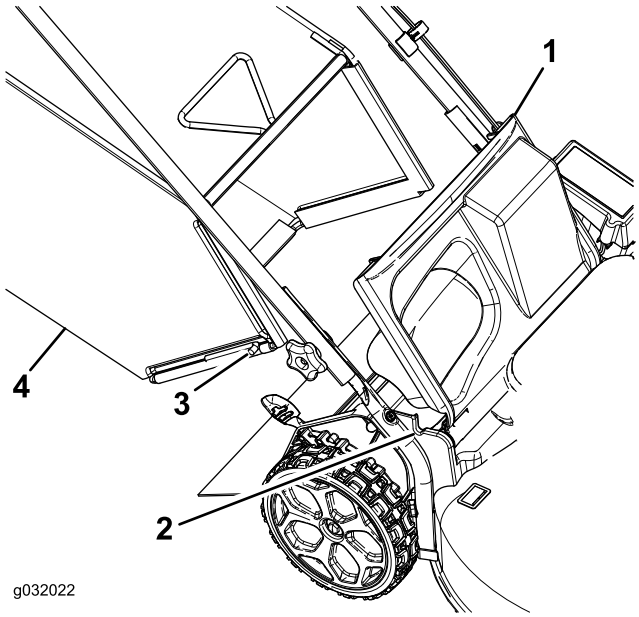

Figur 20
1. Løft opp gressavlederen (Figur 20).
2. Sett stangendene til gressposen inn i hakkene på håndtaksbrakettene (Figur 20).